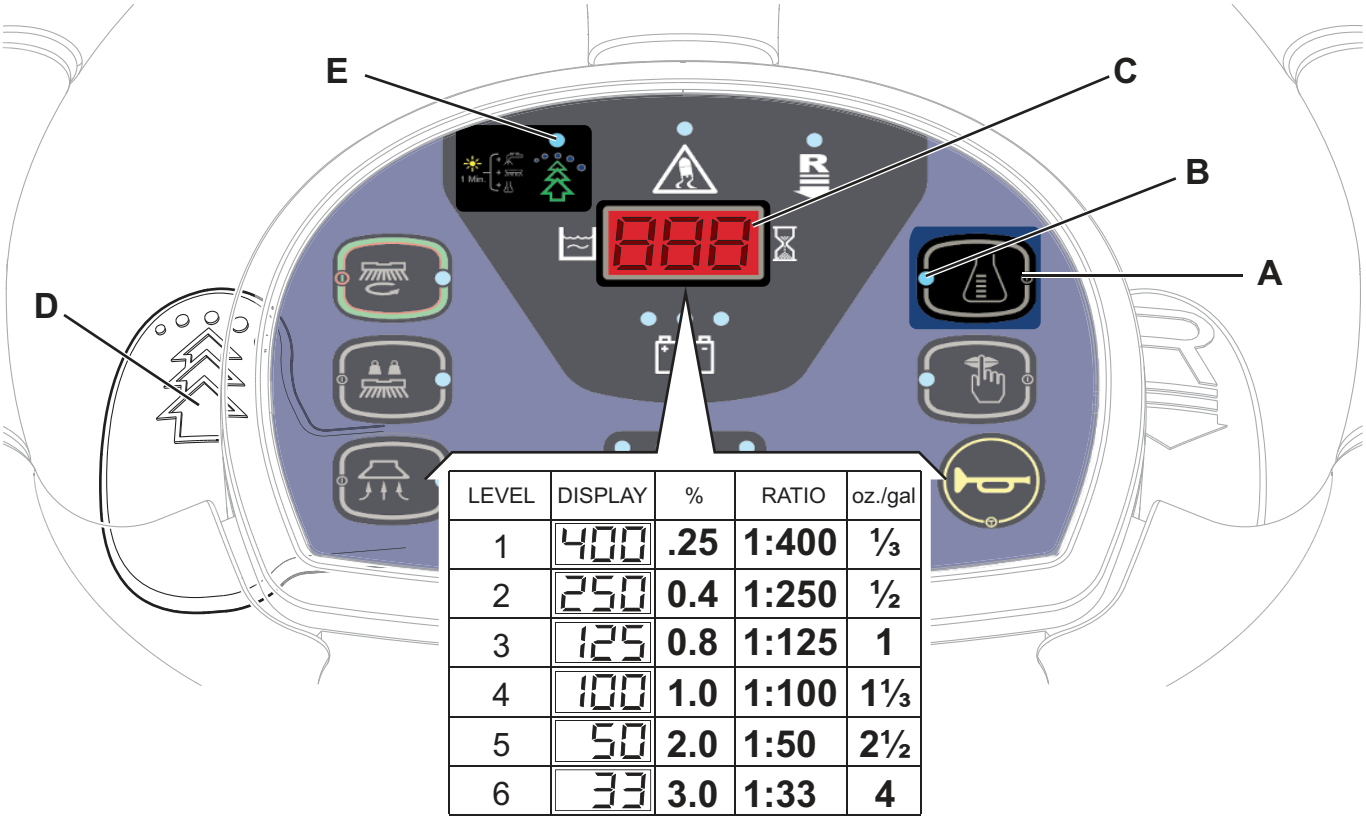

Figure 4
Le système pour le mélange du détergent à l'eau de lavage est activé en appuyant sur le bouton-poussoir de réglage du pourcentage de détergent (A, Fig. 4) : si le DEL (B) est allumé, le détergent est ajouté à l'eau de lavage.
1. Désactiver le bouton de réglage du pourcentage de détergent (A) [la DEL (B) doit être éteinte].
2. Appuyer et maintenir le bouton de réglage du pourcentage de détergent (A) jusqu'à ce que la DEL (B) clignote.
3. Relâcher le bouton (A). Appuyer à nouveau rapidement sur le bouton-poussoir pour passer au niveau successif indiqué par l'afficheur (C) comme le montre le tableau dans la figure 4 ; répéter la procédure jusqu'à atteindre le niveau désiré.
4. Attendre jusqu'à ce que le DEL (B) arrête de clignoter : la configuration du nouveau niveau est terminée.
Soulever le levier EcoFlex (D, Fig. 4) à chaque fois qu'une plus grande puissance de lavage est temporairement nécessaire.